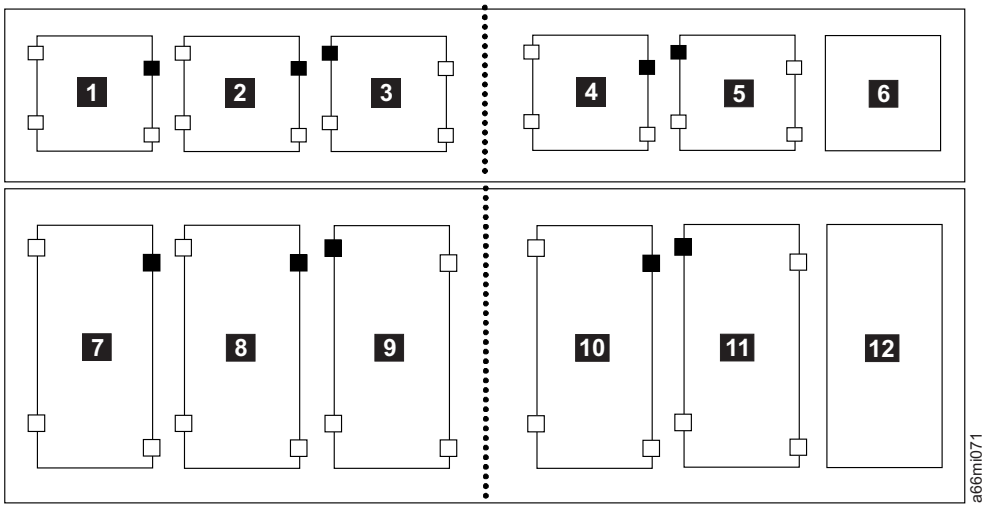

Figure 7-124. Correct fiducial placement
a. Verify the correct position for the fiducial on the storage column by referring to the small black squares on the larger rectangles in Figure 7-124 on page 7-107.